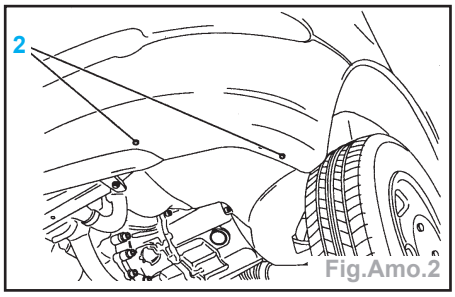

Fig.Amo.2
- Déposer les fixations (2) (Fig.Amo.2).